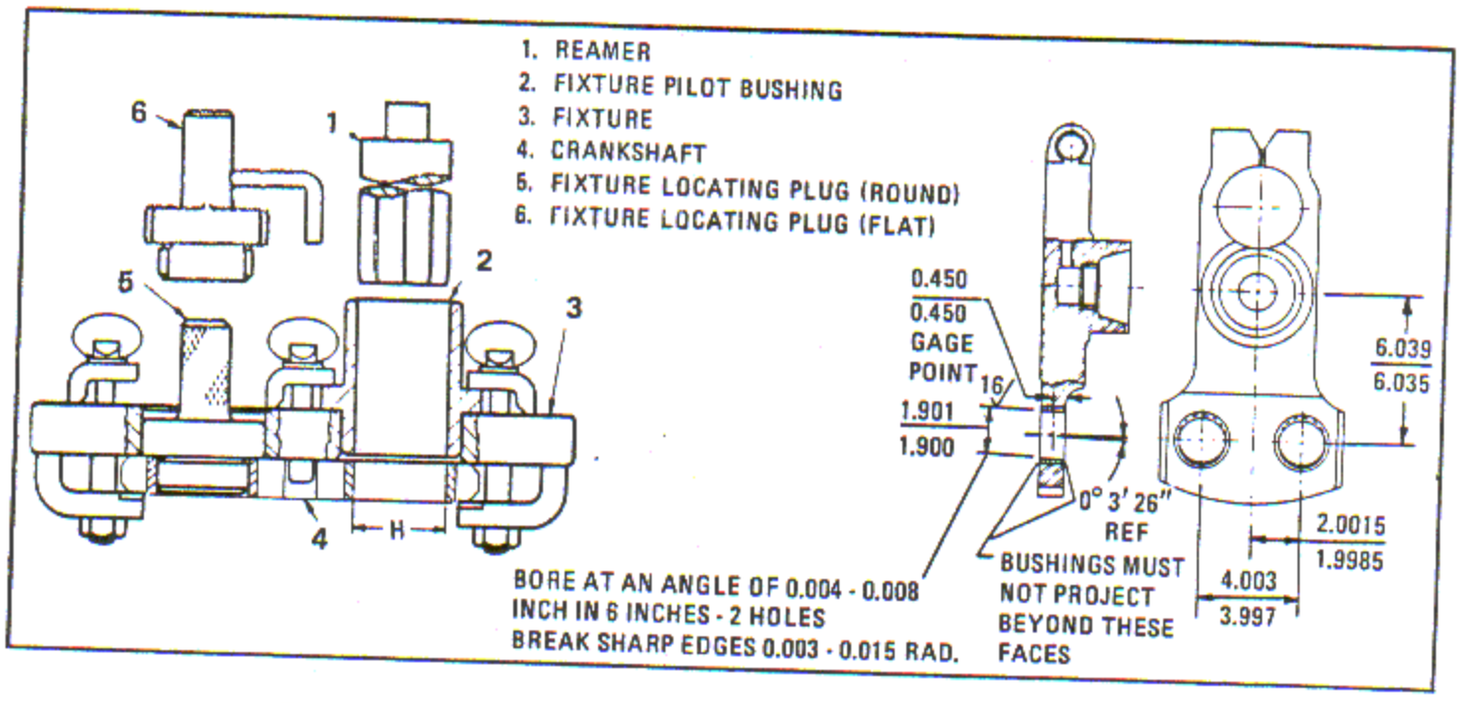

Figure 6-99. Finish Ream Rear Crankshaft Counterweight Bearings
a. Clamp the crankshaft rear end (4, figure 6-99) to fixture (3), finger tight, as shown. Remove the fixture pilot bushing (2) from the fixture.
b. Align the fixture holes with the crankshaft counterweight bearings using the round fixture locating plug (5) as shown and the flat fixture locating plug (6) in the other bearing so that the flats on the plug are parallel with the end of the fixture. Clamp the crankshaft tightly to the fixture.
c. Remove the flat fixture locating plug (6, figure 6-99). Insert the fixture pilot bushing (2) and clamp tightly to the fixture (3) with the thumb screws and clamps as shown.
e. Place shell reamer (1), arbor and floating holder in a spindle with the reamer in the fixture pilot bushing (2) and align with the drill press spindle. Clamp the fixture tightly to the drill press table.
g. Remove the fixture pilot bushing (2) and check the reamed hole with a suitable limit plug gage. Remove the round fixture locating plug and replace with the fixture pilot bushing. Clamp tightly with thumb screws and clamps.